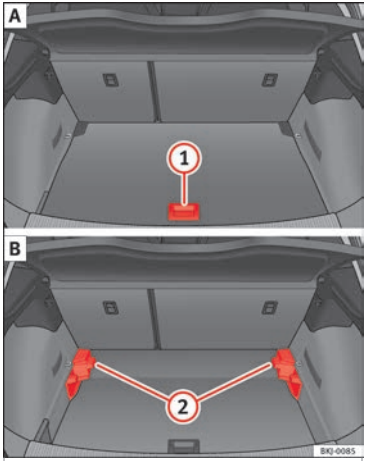

**Fig. 170** Luggage compartment variable floor: A raised position; B lowered position.
- Lift the floor using handle ››› **Fig. 170** (1) and pull it back until the front of the floor has fully passed the supports (2).
- Move the floor forward over the supports as far as the rear seat backrest and then lower the floor with the handle (1).